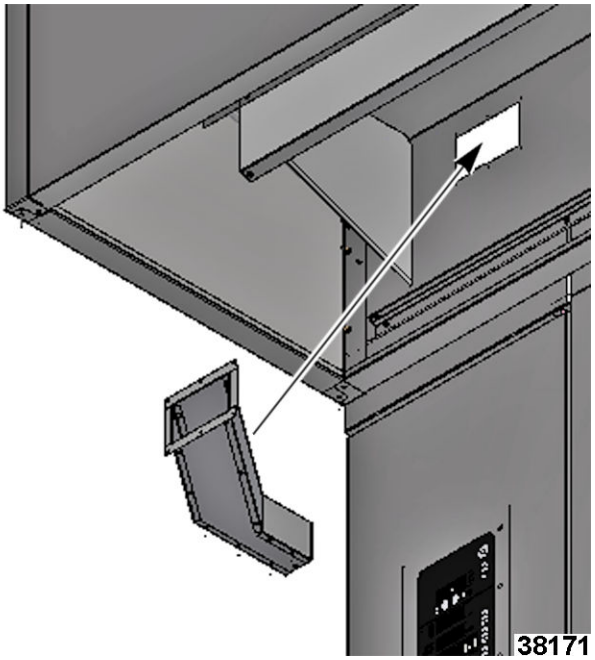

Fig. 97
1. Insert exhaust duct through top left opening in back wall, inside hood (Fig. 97).